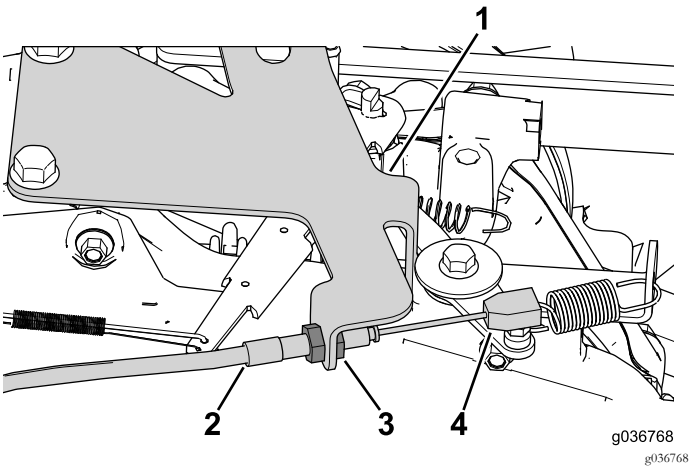

Figura 33
1. Utilize as porcas de retenção no cabo para ajustar e prender o cabo ao suporte (Figura 33).